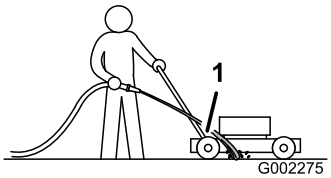

Figur 33
3. Håll vattenslangen i nivå med handtaget och rikta vattenstrålen mot marken precis framför det högra bakhjulet (Figur 33).